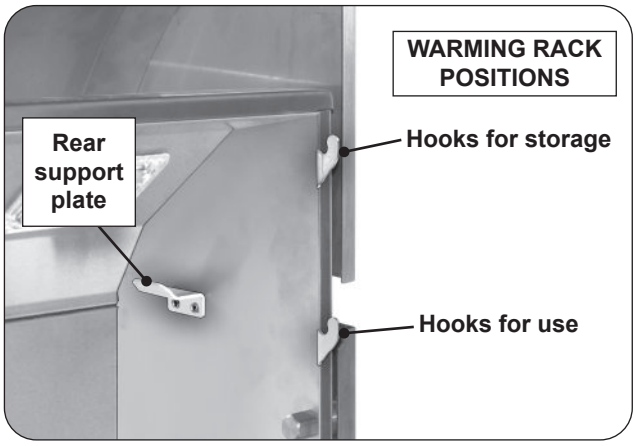
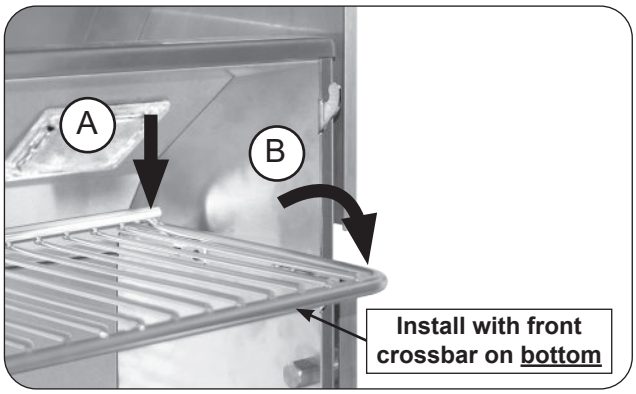
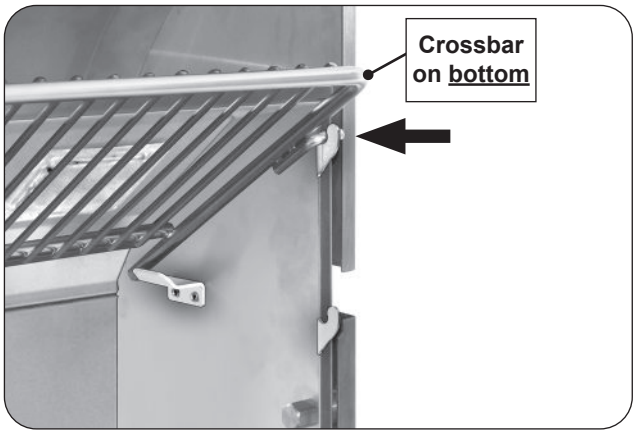

Fig. 32-1 Warming rack hooks
Fig. 32-2 Place warming rack for use
Fig. 32-3 Place warming rack in storage position
1. Locate the warming rack hooks and rear supports found on the upper portion of the grill oven (see Fig. 32-1).
2. With the warming rack oriented as shown, carefully rest the rear of the rack onto the rear support plates (Fig. 32-2, A), then rest the warming rack arms onto the two lower hooks for use (Fig. 32-2, B). Use the top hooks for storage (see Fig. 32-1 and Fig. 32-3).